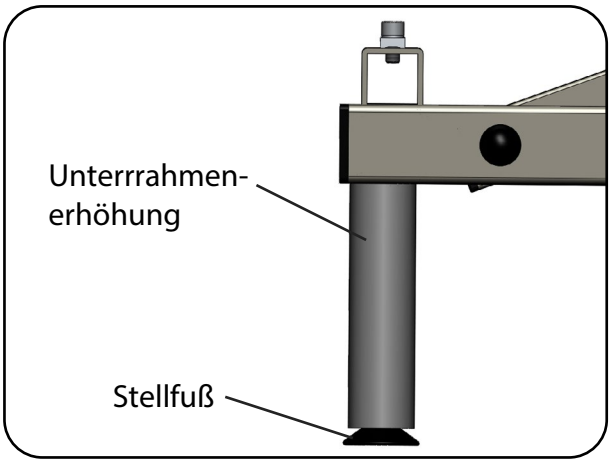

Abb. 6.8.04 - aks-B4 compact mit montierter Erhöhung
7. Drehen Sie die vier Unterrahmenerhöhungen inkl. Stellfüße in den Unterrahmen (Abb. 6.8.04).